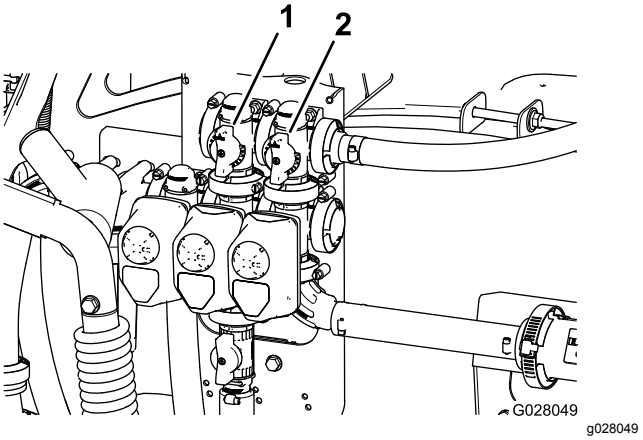

Rysunek 24
11. Wyreguluj zawór obejścia obwodu mieszania (Rysunek 24) z tyłu zaworu mieszania, aż odczyt ciśnienia na manometrze wyniesie 6,9 bara.
9. Ustaw dźwignię nadrzędnego zaworu obejścia zraszania tak, aby sterować natężeniem mieszania w zbiorniku (Rysunek 24).